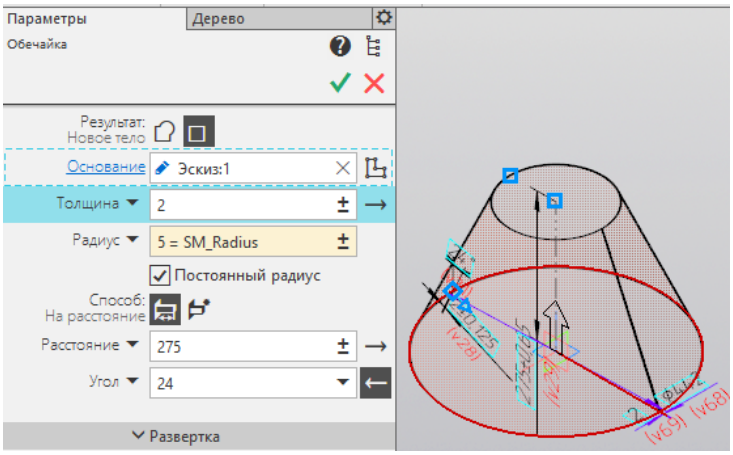

Рис. 1.56
4. На панели Элементы листового тела нажмите кнопку Обечайка. В разделе Параметры обечайки укажите: Толщина **2.0**; Расстояние **275**; Угол **24**. Ввод параметров заканчивается нажатием кнопки Создать объект (рис. 1.56).